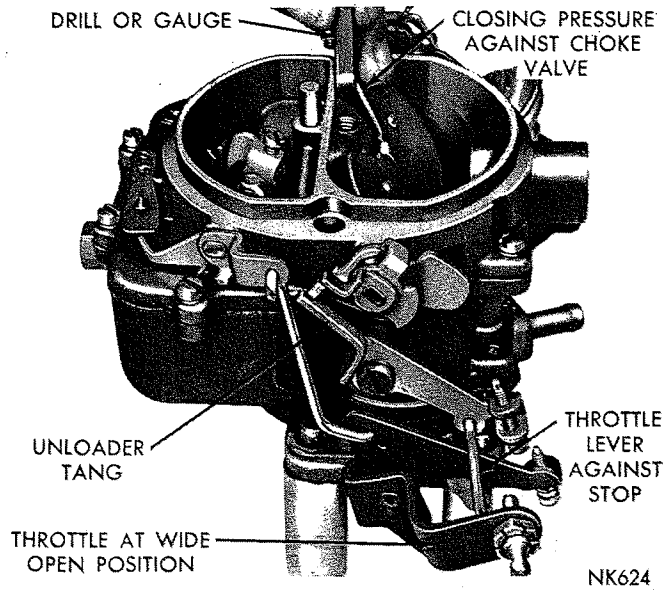

***Fig. 14—Checking the Choke Unloader Setting***
(1) Hold throttle valves in wide open position. Insert Tool T109-31 (or a ¼″ drill shank) between upper edge of choke valve and inner wall of air horn, as shown in (Fig. 14).